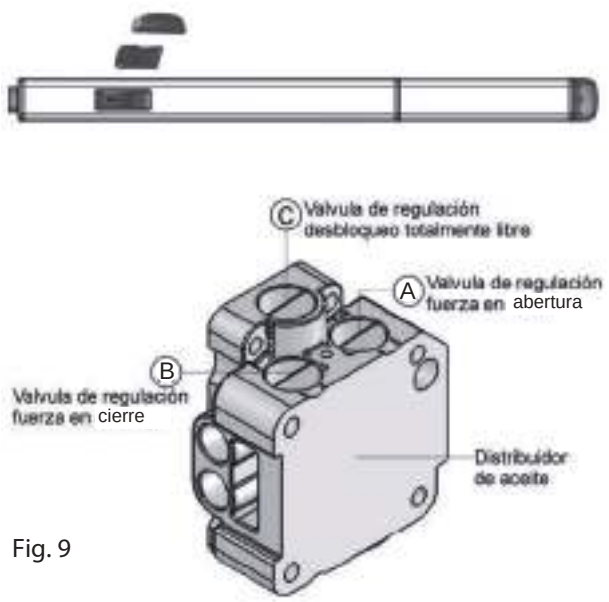

Fig. 9
4.1. REGULACIÓN DEL SISTEMA ANTIAPLASTAMIENTO (fig.9)